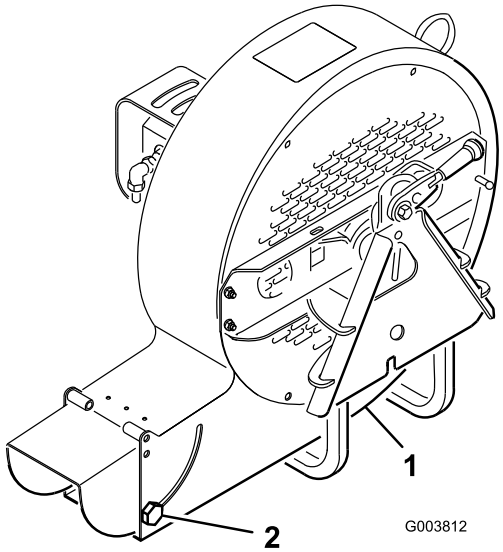

Figura 7
El orificio de descarga (Figura 7) es ajustable para aumentar o reducir la velocidad de salida de aire y el caudal. Si se reduce el tamaño del orificio de descarga, la velocidad aumenta.
1. Afloje los tornillos de montaje del deflector del orificio de descarga (Figura 7).